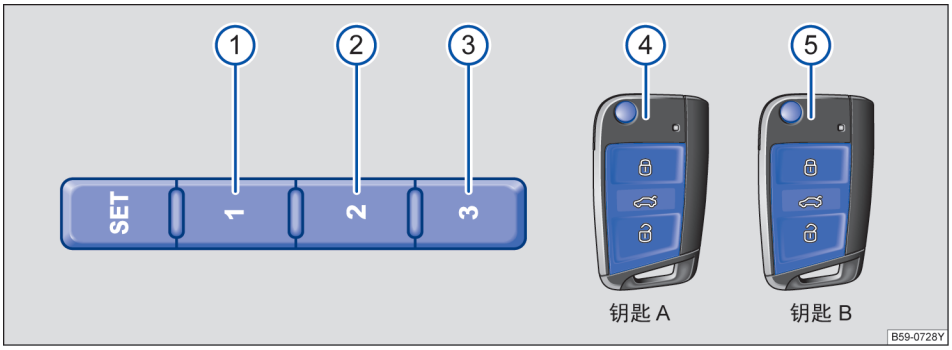

图 86 记忆位置图示
记忆座椅一共可以存储五个位置，座椅的记忆按钮可存储三个不同位置 ①、② 和 ③，两把遥控钥匙可分别绑定位置 ④ 和 ⑤ → 图 86。 ◁
- 按压按键 SET → 图 86。
- 在 10 秒钟内按压需要设置的记忆按钮 ①、② 或 ③。一个声音信号确认存储于该记忆按钮的位置设置成功。